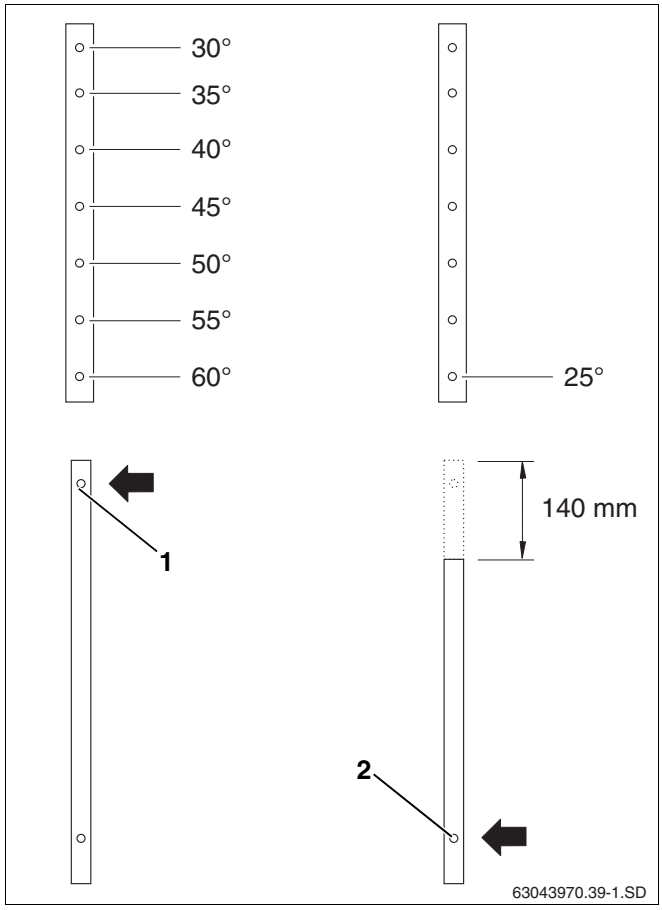
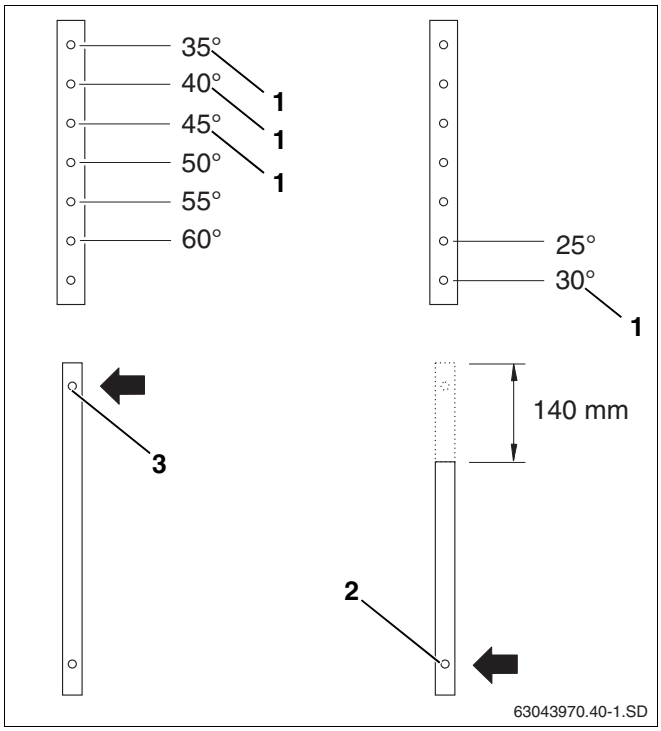

Abb. 12 Neigungswinkel für senkrechte Kollektoren einstellen
Abb. 13 Neigungswinkel für waagerechte Kollektoren einstellen
- Löcher der oberen und unteren Teleskopschienen gemäß Abb. 12 und Abb. 13 auswählen.
Verwenden Sie bei der senkrechten Montage für die Kollektor-Neigungswinkel 30° bis 60° das oberste Loch der unteren Teleskopschiene (Abb. 12, **Pos. 1**).
Für den Neigungswinkel 25° müssen Sie die untere Schiene oben um 140 mm kürzen und das untere Loch benutzen (Abb. 12, **Pos. 2**).
Verwenden Sie bei der waagerechten Montage für die Kollektor-Neigungswinkel 35° bis 60° das oberste Loch der unteren Teleskopschiene (Abb. 13, **Pos. 3**).
Für den Neigungswinkel 25° und 30° müssen Sie die untere Schiene oben um 140 mm kürzen und das untere Loch benutzen (Abb. 13, **Pos. 2**).
- Für die Fassadenmontage dürfen nur die Positionen für die Kollektor-Neigungswinkel 30°, 35°, 40° und 45° verwendet werden (Abb. 13, **Pos. 1**).